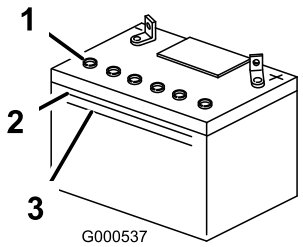

Rysunek 43
1. Spójrz na bok akumulatora. Poziom elektrolitu musi sięgać **górnej** linii (Rysunek 43). Nie dopuść, by poziom elektrolitu spadł poniżej dolnej granicy (Rysunek 43).
3. Usuń osłony odpowietrzenia z akumulatora (Rysunek 43).
4. Powoli wlewaj wodę destylowaną do poszczególnych ogniw akumulatora do czasu, aż poziom elektrolitu osiągnie górną linię (Rysunek 43) znajdującą się na obudowie akumulatora.
5. Po napełnieniu ogniw akumulatora odczekaj 5 do 10 minut. W razie potrzeby powoli wlewaj wodę destylowaną do czasu, aż poziom elektrolitu osiągnie górną linię (Rysunek 43) znajdującą się na obudowie akumulatora.